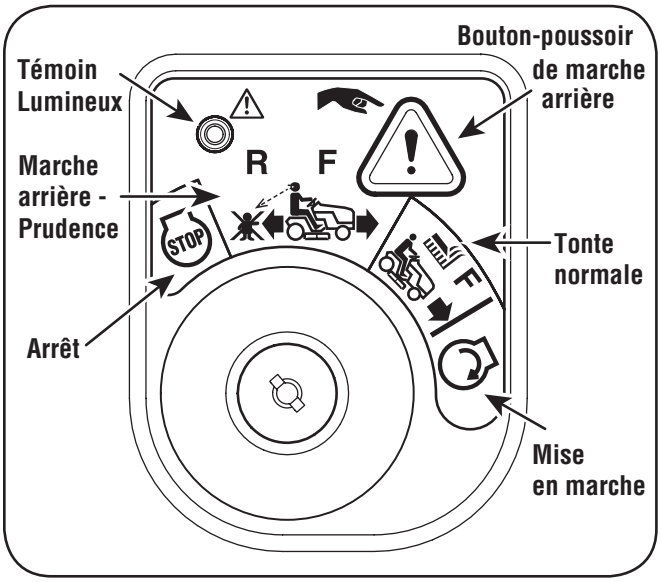

Figure 5-2
2. Déplacez la clé de la position « NORMAL MOWING » (Verte) (Tonte normale) à la position « REVERSE CAUTION MODE » (Jaune) (Marche arrière - Prudence). Voir la Figure 5-2.
3. Appuyez sur le BOUTON-POUSSOIR DE MARCHE ARRIÈRE (Bouton triangulaire orange) dans le coin supérieur droit du module d'allumage. Le témoin lumineux rouge dans le coin supérieur gauche s'allume quand la marche arrière est embrayée. Voir la Figure 5-2.